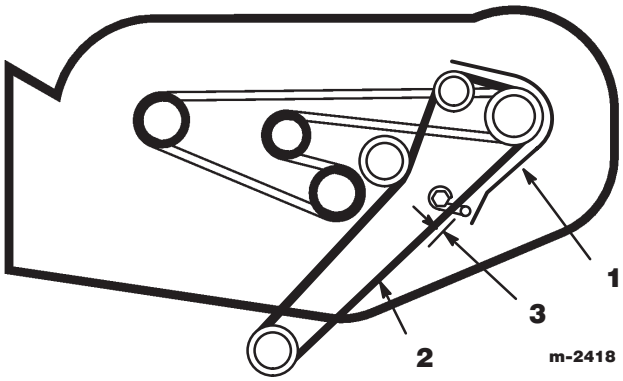

Abbildung 30
2. Die Befestigungsschrauben der linken Riemenscheibenabdeckung und die Abdeckung entfernen. Den Mähwerkriemen abnehmen (Abb. 30).
2. Die linke Riemenscheibenabdeckung mit den zuvor entfernten Befestigungsschrauben anbringen (Abb. 30).
4. Die Riemenführung so einstellen, daß der Abstand zwischen Riemen und Führung 4 mm (1/8”) beträgt (Abb. 30).